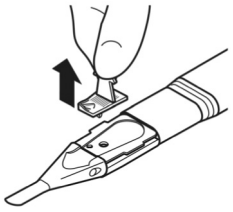

図 2.
4. 粘弾性物質注入用カニューラを抜き取り、矢印の方向にまっすぐカニューラガイドを取り外す（図2）。